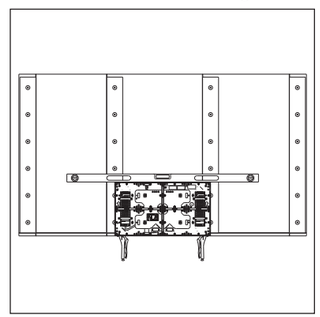

Figure 13: *Mark Mounting Holes in First Panel*
3. Mark the mounting holes in the panel for pre-drilling. Refer to **Figure 13**.